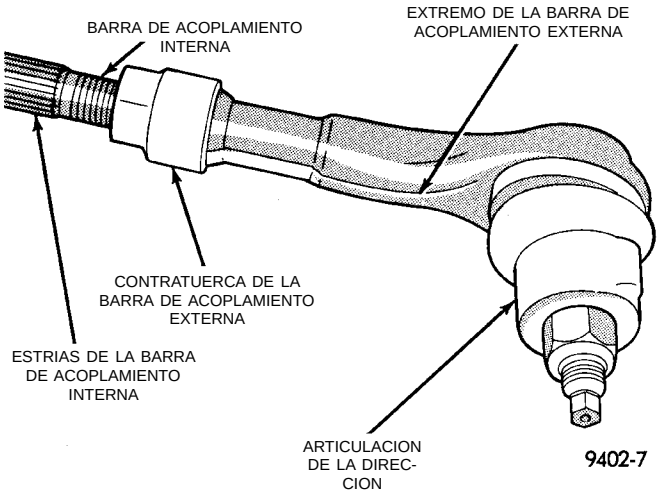
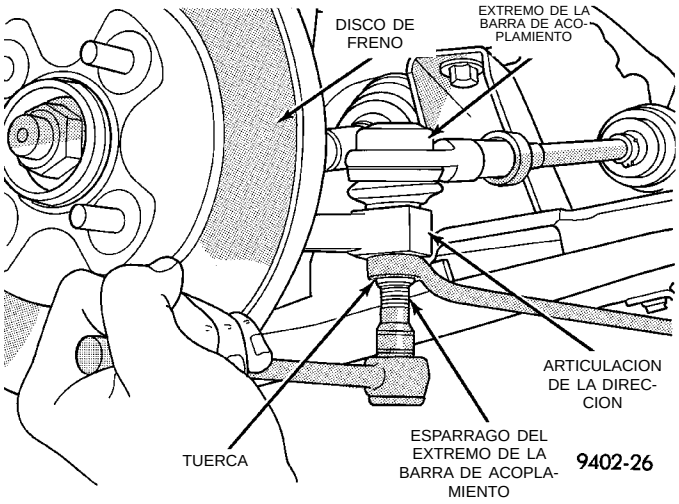
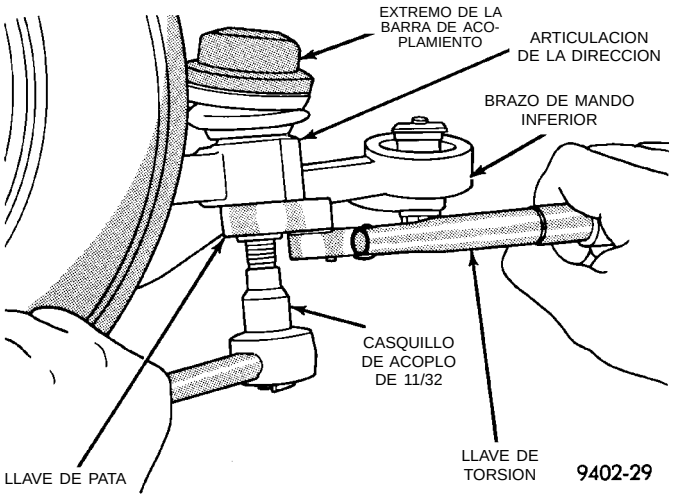

Fig. 19 Barra de acoplamiento externa
Fig. 20 Desmontaje/instalación de la tuerca del extremo de la barra de acoplamiento
Fig. 22 Torsión de la tuerca de fijación del extremo de la barra de acoplamiento
(1) Afloje la contratuerca de la barra de acoplamiento externa a la barra de acoplamiento interna (Fig. 19).
(2) Retire la tuerca que fija el extremo de barra de acoplamiento externa a la articulación de la dirección (Fig. 20). **La tuerca debe retirarse de los extremos de la barra de acoplamiento con el siguiente procedimiento. Sostenga el espárrago del extremo de la barra de acoplamiento con un casquillo de acoplo de 11/32, mientras con una llave afloja y retira la tuerca.**
(1) Instale la barra de acoplamiento externa en la barra de acoplamiento interna. **Asegúrese de que la contratuerca esté en la barra de acoplamiento interna (Fig. 19).**
(2) No ajuste la contratuerca.
(3) Instale el extremo de la barra de acoplamiento en la articulación de la dirección. Introduzca en el espárrago del extremo de la barra de acoplamiento la tuerca de fijación de dicho extremo a la articulación de la dirección. Mientras sostiene fijo el espárrago del extremo de la barra de acoplamiento, apriete la tuerca de fijación del extremo de barra de acoplamiento a la articulación de la dirección (Fig. 20). Después con una llave de pata y un casquillo de acoplo de 11/32 (Fig. 22), apriete la tuerca de fijación del extremo de barra de acoplamiento con una torsión de 61 N·m (45 libras pie).
(4) Ajuste el reglaje de oblicuidad de ruedas delanteras del vehículo. Para informarse sobre el procedimiento apropiado, consulte Procedimiento de reglaje de oblicuidad en Procedimientos de servicio de la suspensión delantera, en este grupo del manual de servicio. Para informase sobre la especificación de oblicuidad delantera deseada, consulte la Sección de especificaciones al final de este grupo.
(5) Apriete la contratuerca de la barra de acoplamiento (Fig. 19) con una torsión de 55 N·m (40 libras pie).
(6) Ajuste las fundas fuelles del mecanismo de dirección a la barra de acoplamiento interna si llegaron a torcerse al efectuar el ajuste de oblicuidad.